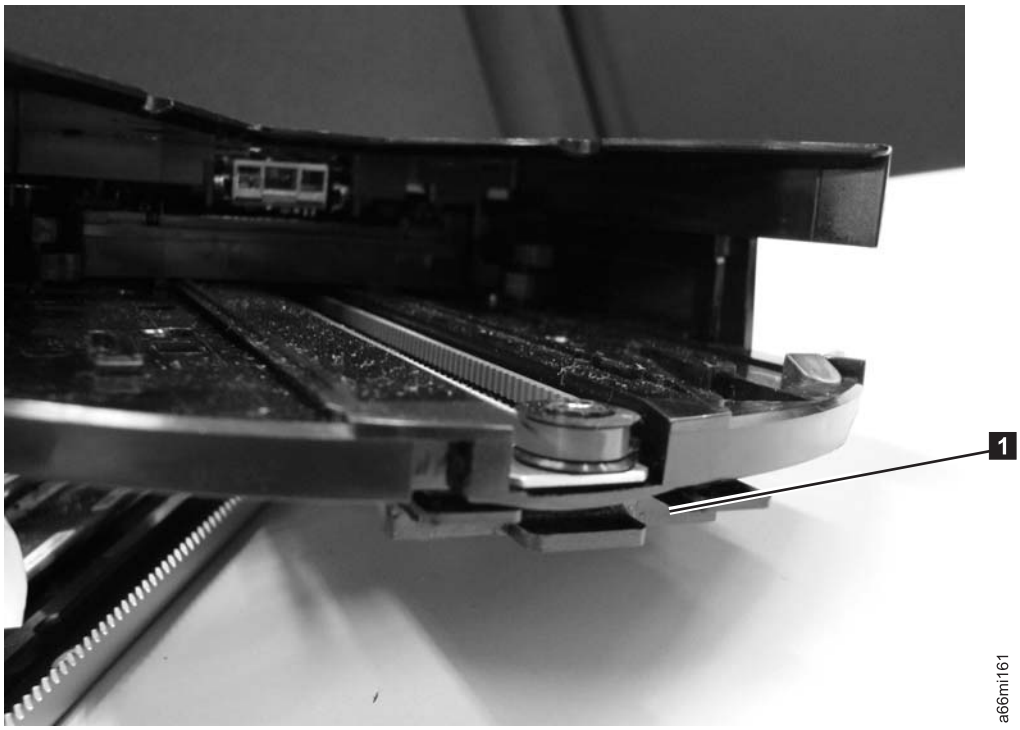

Figure 7-118. Slot feature on the Picker Assembly
b. Locate the slot feature on the Picker Assembly and side it over the sheet metal edge on the M2 Robot Assembly. (See Figure 7-118).